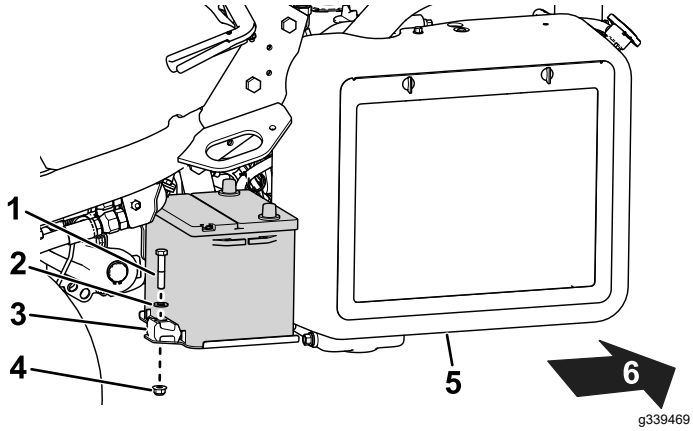

Figur 39
2. Fjern de fastgørelsesanordninger, der fastgør batteriet til bakken (Figur 39), og løft batteriet ud.
5. Placer batteriet på batteribakken, og fastgør det med de stænger og fastgørelsesanordninger, du fjernede tidligere (Figur 39).